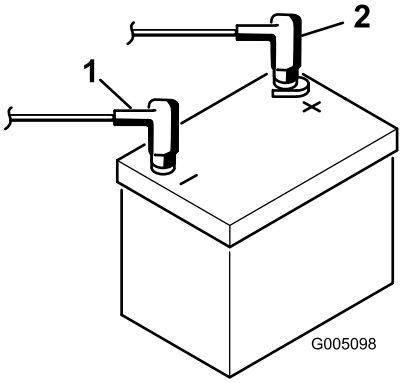

Figur 4
7. Koble den positive kabelen (rød) til den positive (+) polen og den negative kabelen (svart) til den negative (-) polen, og fest dem med skruer og mutre (Figur 4). Kontroller at den positive (+) klemmen er skjøvet helt ned på polen, og at kabelen er plassert tett inntil batteriet. Kabelen må ikke komme i berøring med batteridekslet.